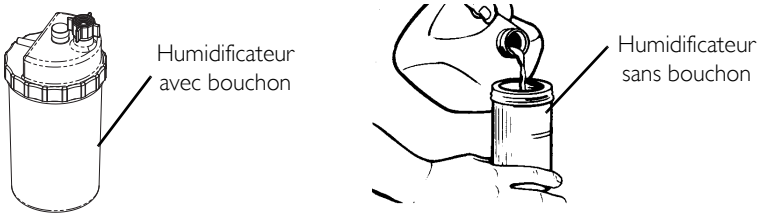
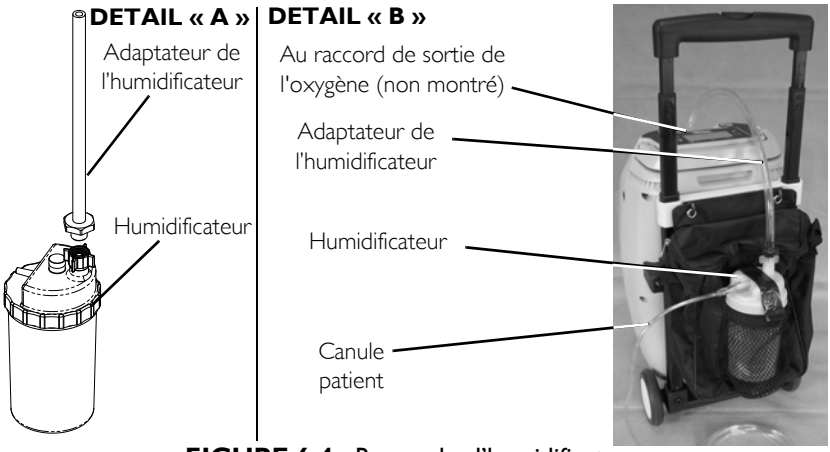

**FIGURE 6.3** Remplissage de l'humidificateur
**FIGURE 6.4** Raccorder l'humidificateur
*REMARQUE : Pour cette procédure, veuillez vous référer à FIGURE 6.3 et FIGURE 6.4 à la page 184.*
3. Fixez l'adaptateur de l'humidificateur à l'humidificateur en tournant la vis à oreilles de l'humidificateur dans le sens des aiguilles d'une montre jusqu'à ce qu'il soit bien fixé. Voir DÉTAIL « A » dans FIGURE 6.4.
4. Mettez l'ensemble humidificateur/adaptateur dans la poche extérieure de la sacoche accessoire. Fixez la sacoche accessoire au chariot de transport comme illustré à FIGURE 6.4.
6. Fixer le tube à oxygène à l'humidificateur ou sur le raccord de sortie de l'oxygène sur le concentrateur. Voir DÉTAIL « B » à FIGURE 6.4.
7. Fixer la canule / le tube d'alimentation du patient à la sortie de l'humidificateur. Voir DÉTAIL « B » à FIGURE 6.4.